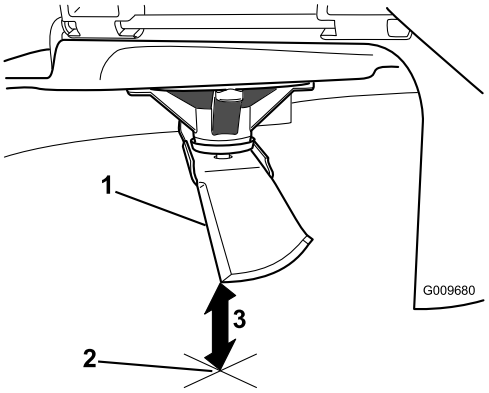

Figur 50
3. Mål fra spidsen af skærekniven til den plane overflade (Figur 50).